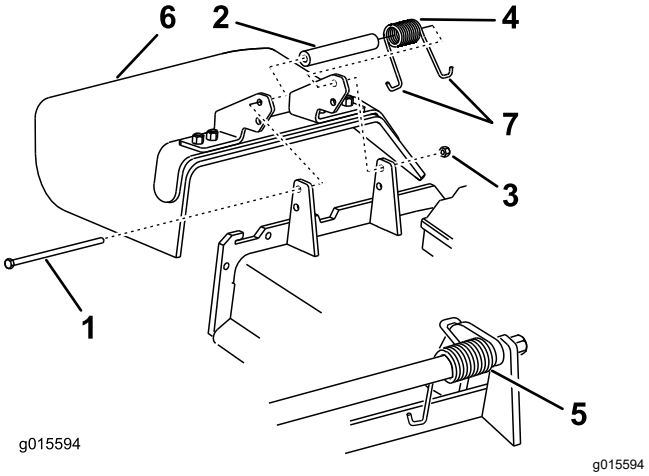

Figur 1
1. Fjern låsemøtrikken, bolten, afstandsbøsningen og fjederen, som fastgør sideudblæsningsslisken til plæneklipperskjoldet (Figur 1).
2. Fjern sideudblæsningsrøret fra plæneklipper-skjoldet (Figur 1).